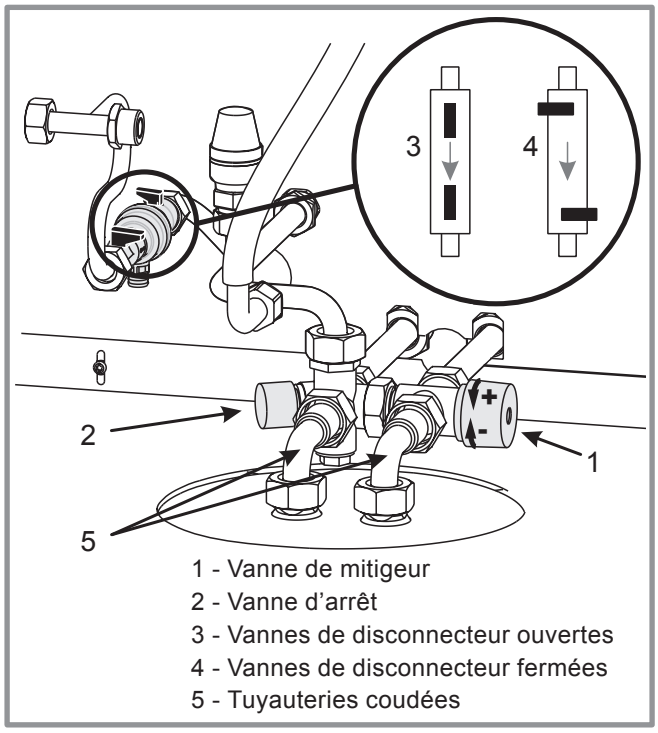

figure 34 - effinox condens duo 5000
- Tourner la molette (rep.**1**, *figure 34*) vers (**+**), jusqu'en butée.